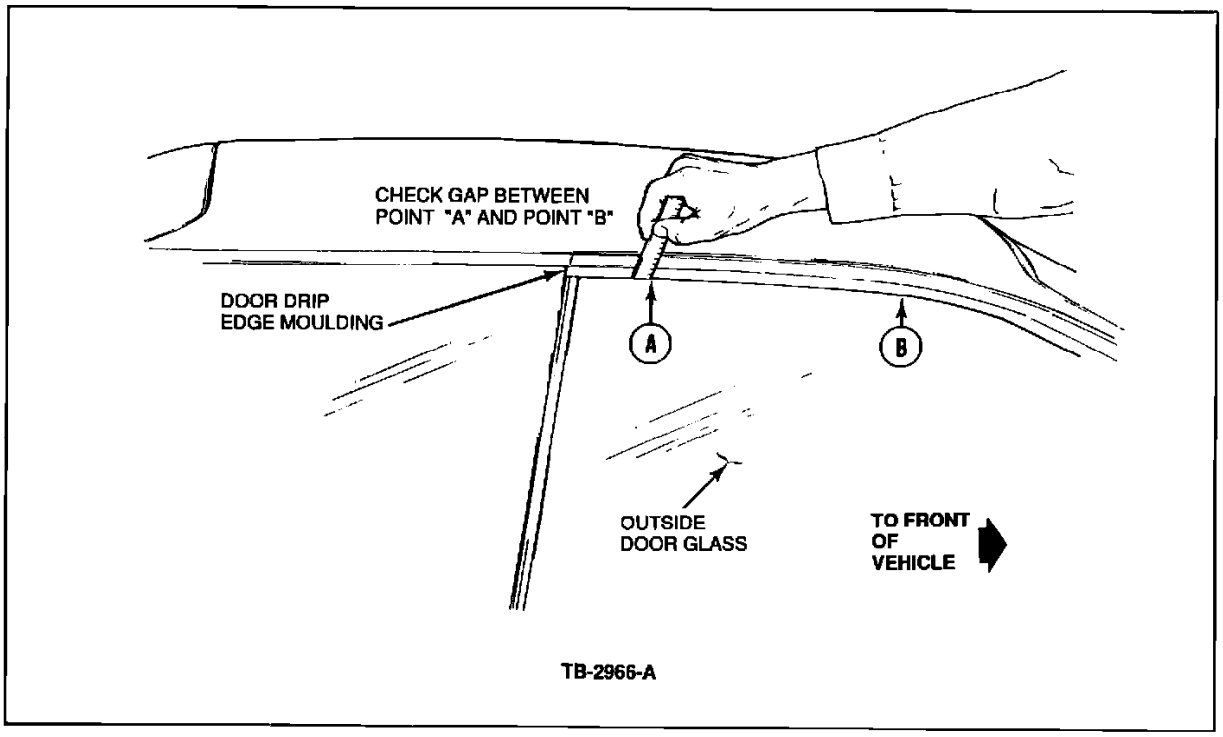

Figure 6
a. Measure the gap between the door drip edge moulding and the outside glass surface along the horizontal area of the top of the glass. See Figures 6 and 8 - points A through B. The correct gap is 3.5-4.0 mm.